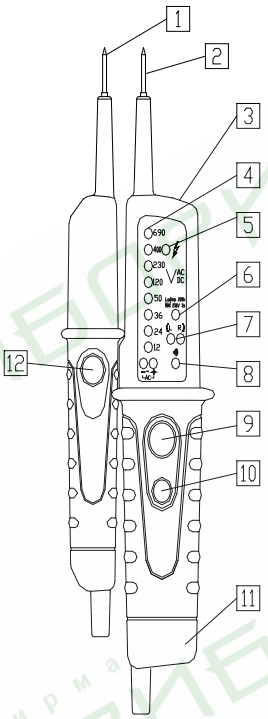

Рис.5.2.3
- Соедините измерительные щупы (**позиция 1 и 2 рис. 5.2.3)**. Прозвучит звуковой сигнал и светодиод прозвонки (**позиция 8 рис.5.2.3)** загорится.